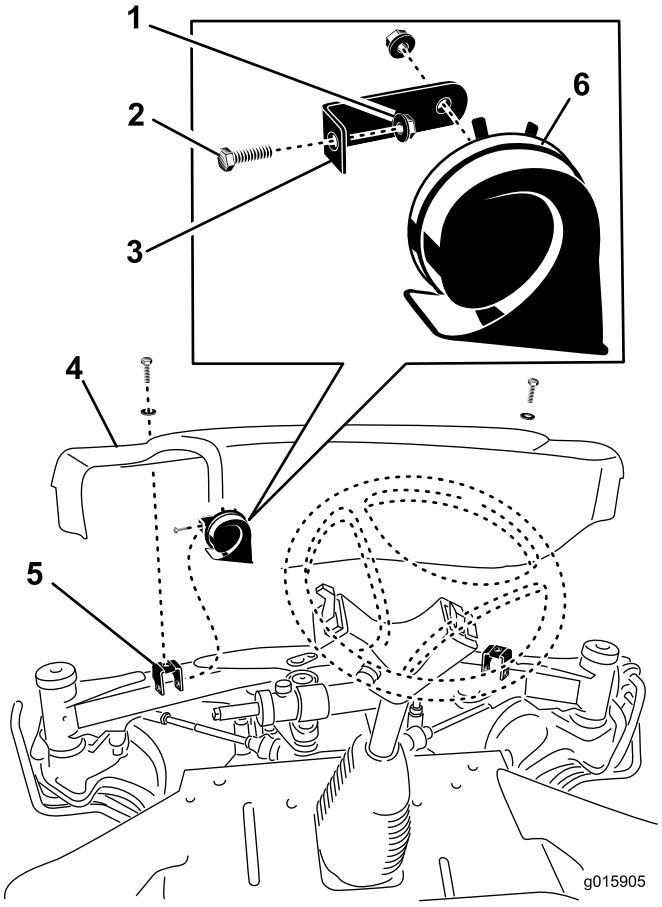

Figur 8
1. Fjern de (2) skruene og skivene som fester frontdekslet til frontakselbrakettene (Figur 8). Fjern frontdekslet.
2. Monter hornet på hornbraketten til venstre dekselmonteringsbrakett med 5/16 x 3/4 tommes skrue og 5/16 flensmutter (Figur 8).
4. Etter at ledningssatsen er koblet til hornet, monter frontdekslet til frontakselen med de (2) skruene du fjernet tidligere.